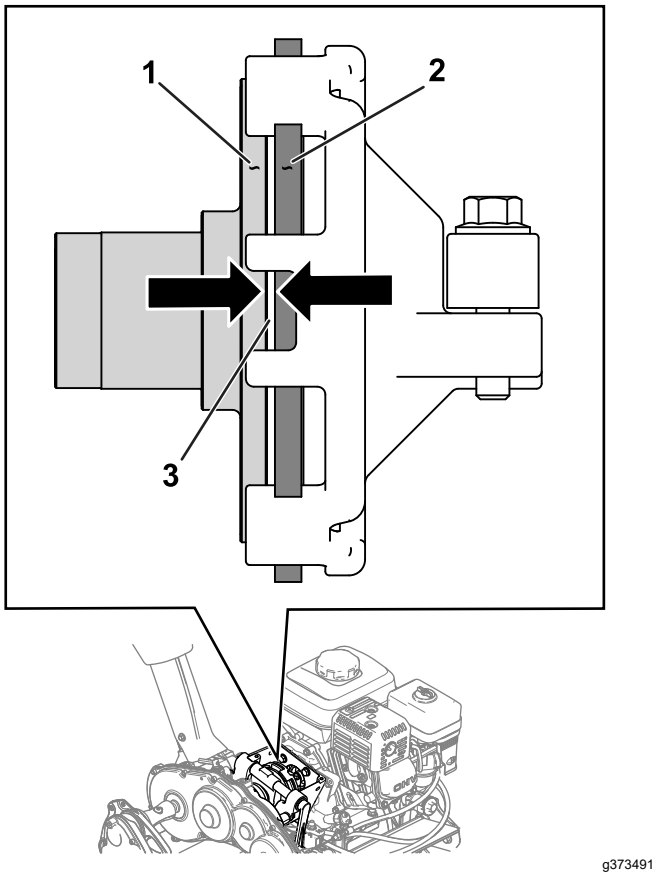

Figur 35
2. Lossa kontramuttrarna och justera drivkabeln (Figur 34) så att avståndet mellan friktionsskivan och tryckplattan är 1,1 mm (Figur 35).